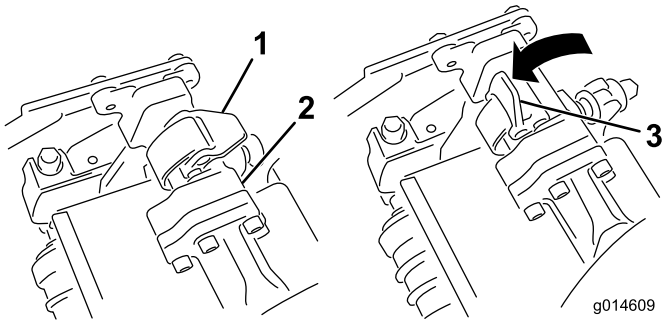
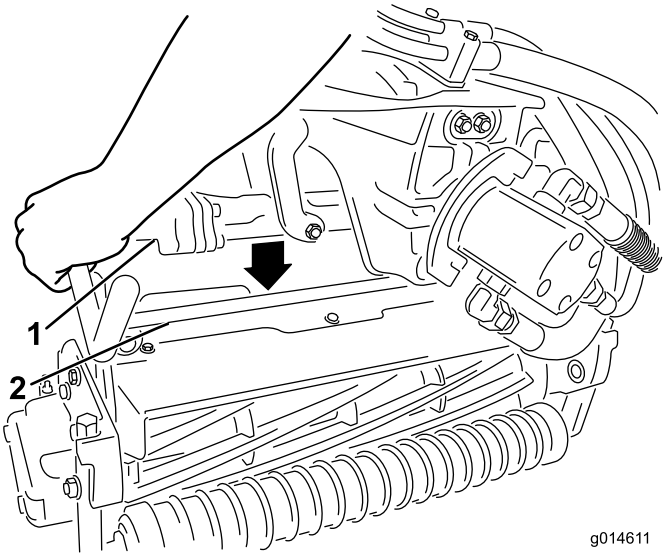

**Figure 13**
**Figure 14**
9. Les verrous de la barre de bras de suspension étant orientés en haut (c.-à-d. ouverts) (Figure 13), poussez le bras de suspension vers le bas pour que la barre s'engage sur la barre transversale en haut du plateau de coupe (Figure 14).
10. Fermez les verrous autour de la barre du plateau de coupe et bloquez-les en place (Figure 13).